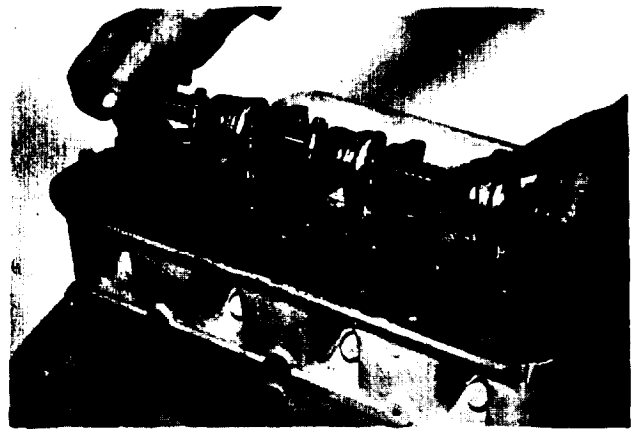

Figure 5-12. Rocker Arm Removal
d. Remove the rocker arm assembly, noting the length of the retaining bolts. Do not mix these bolts with any others as bolts of the proper length must be used at reassembly. See Figure 5-12 for rocker arm removal.